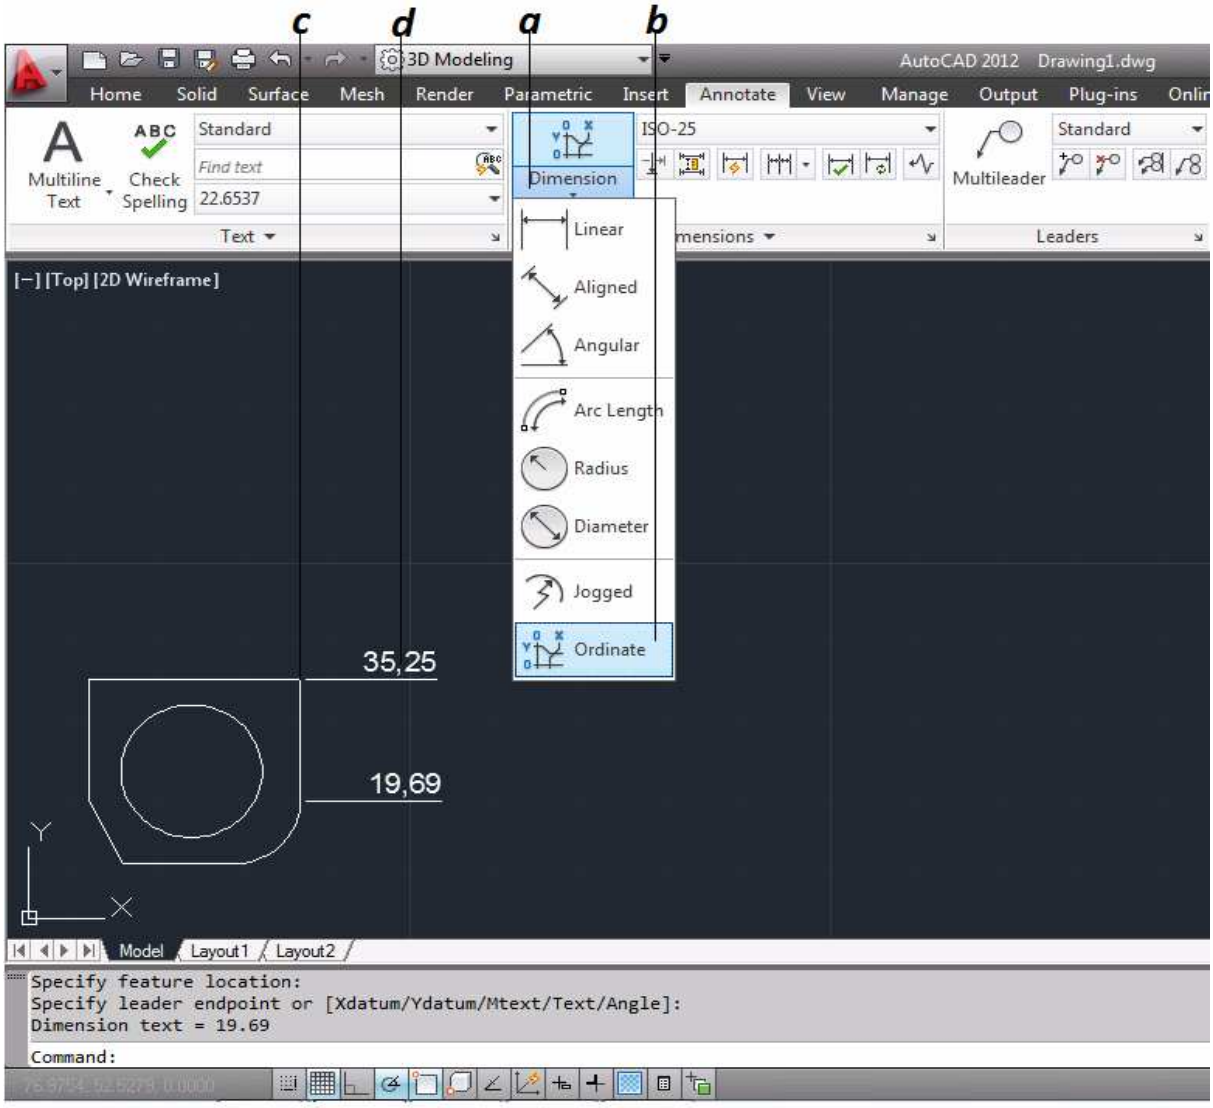

Figura 3.69 Acotado "Coordenada"
a. Se da clic sobre el icono Dimensión [Dimension] para desplegar la lista de tipos de Cotas *(figura 3.69).*
b. Se selecciona la herramienta Coordenada [coordinate] de la lista de tipo de cotas *(figura 3.69).*
c. Se selecciona el punto dondese desea la corrdenada *(figura 3.69).*
d. Con el puntero se indica donde se localizara la cota *(figura 3.69).*